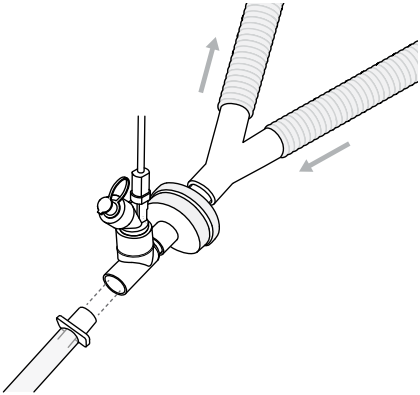

Figure 9. Système Aerogen Solo placé entre l'ECH et la sonde endotrachéale.
4. Dans cette configuration, il convient d'utiliser uniquement un ECH approuvé pour être utilisé avec un nébuliseur (Figure 9). Suivre les instructions du fabricant de l'ECH concernant l'utilisation avec un nébuliseur. Vérifier que le volume combiné total du nébuliseur et du raccord en T avec ou sans ECH est acceptable pour le volume courant délivré. Ne pas utiliser un nébuliseur entre le raccord en Y et un nouveau-né. Se reporter aux contre-indications à la page 53.